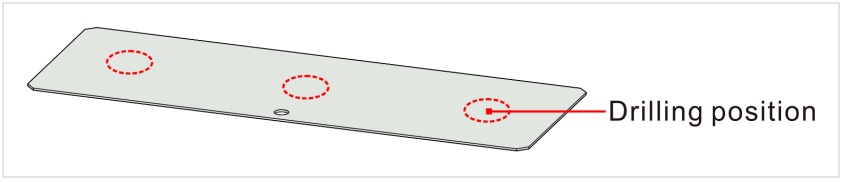

FIGURE 4-23 Recommended drilling positions on the bottom plate (dashed circles)
2. Drill the cable entry holes in the bottom plate; recommended positions in Figure 4-23, sizes in Table 4-9.